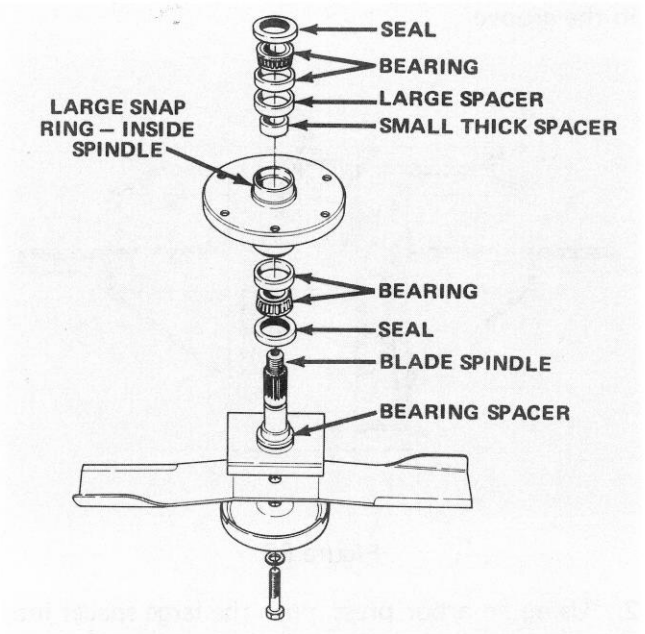
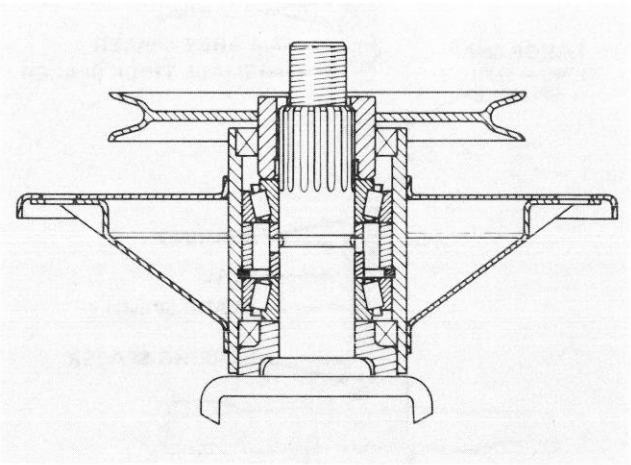
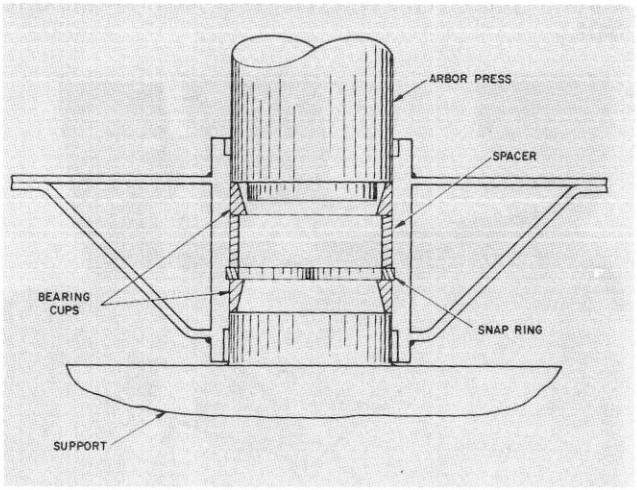

Figure 65
Figure 66
Figure 67
7. If spindle shaft will be replaced, move bladebolt, lockwasher, anti-scalp cup and blade from spindle shaft (Fig. 65). Otherwise, the blade and its other associated parts may be left on the spindle shaft.
8. Press spindle shaft out of spindle housing (Fig. 65) using an arbor press. Bearing spacer (Fig. 65) remains on spindle shaft as shaft is being removed.
9. The seals (Fig. 65) will be removed next; however, notice the lip of the seal. The lip of the upper seal faces inward, and the lip of the lower seal faces outward. Therefore, new seals must always be installed with the lip facing in the proper direction. Now remove seals from spindle housing.
10. Allow bearings and small thick spacer to fall out of spindle housing (Fig. 65).
11. Using a punch and hammer, drive both bearing cups (Fig. 65) out of spindle housing. Also drive large spacer (Fig. 65) out of housing.
1. Install large snap ring into groove in bore of spindle housing (Fig. 66). Assure snap ring is seated in the groove.
2. Using an arbor press, push the large spacer into top of spindle housing and tightly against the snap ring (Fig. 65). Spacer must contact snap ring to be sure of correct assembly of parts (Fig. 66).
3. Thoroughly oil cups and using an arbor press, push bearing cups — smallest ID first — into top and bottom of spindle housing (Fig. 65). Top bearing cup must contact spacer that was installed in step 2, and bottom bearing cup must contact snap ring to be sure of correct assembly of parts (Fig. 66). Insure assembly is correct by supporting the first cup and pressing the second against it (Fig. 67).
4. Apply a film of grease on lip of both seals; then install bearing and seal into bottom of spindle housing (Fig. 66). Remember though, the bottom seal must have the lip facing outward (Fig. 65) not toward inside of spindle housing.
5. Slide small, thick spacer into spindle housing (Fig. 65). Then, install bearing and seal into top of spindle housing. Lip of the seal must face outward.
7. Slide bearing spacer onto spindle shaft. Carefully slide spindle shaft through spindle housing. Bottom seal and bearing spacer fit together when spindle is installed (Fig. 66).